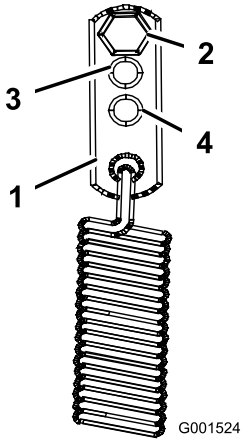

Figura 40
3. Para un ajuste más duro, vuelva a colocar los anclajes de los muelles en las posiciones de servicio medio o pesado (Figura 40). Los anclajes de los muelles se fijan a la esquina superior trasera de los protectores de la transmisión hidrostática en cada lado de la máquina.